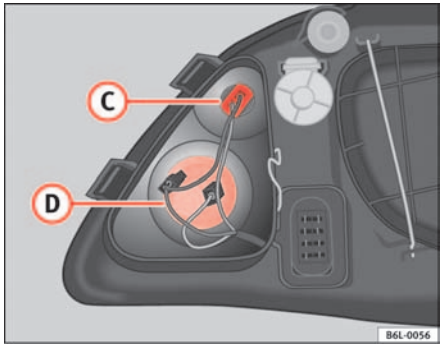

Fig. 149 Indicator lights
– Turn the lamp holder to the left and remove it from the casing ⇒ fig. 149 (D).